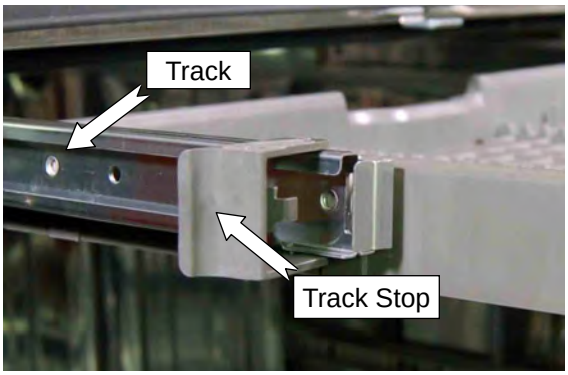

Figure 4
2. To open track stops, flip the track stop to the outside of the track, (see Figure 4).